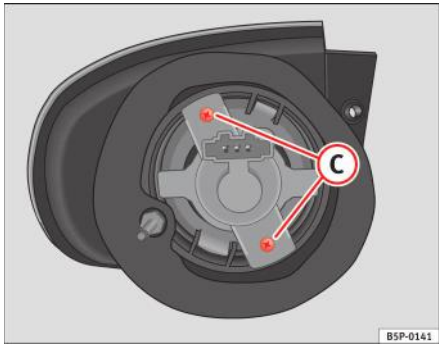

Fig. 192 Lampa de semnalizare a schimbării direcției
– Desfaceți şuruburile ⇒ pagina 286, fig. 192 (C) din soclul becului şi trageți de soclu.
– Desfaceți şuruburile ⇒ fig. 192 (C) din soclul becului şi trageți de soclu.